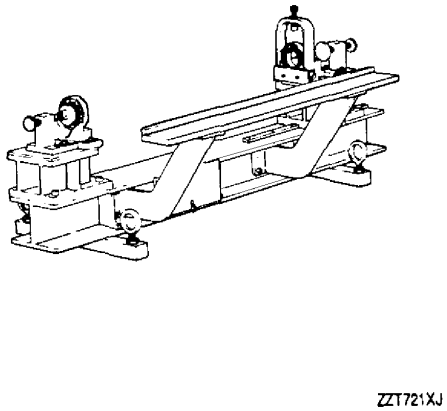
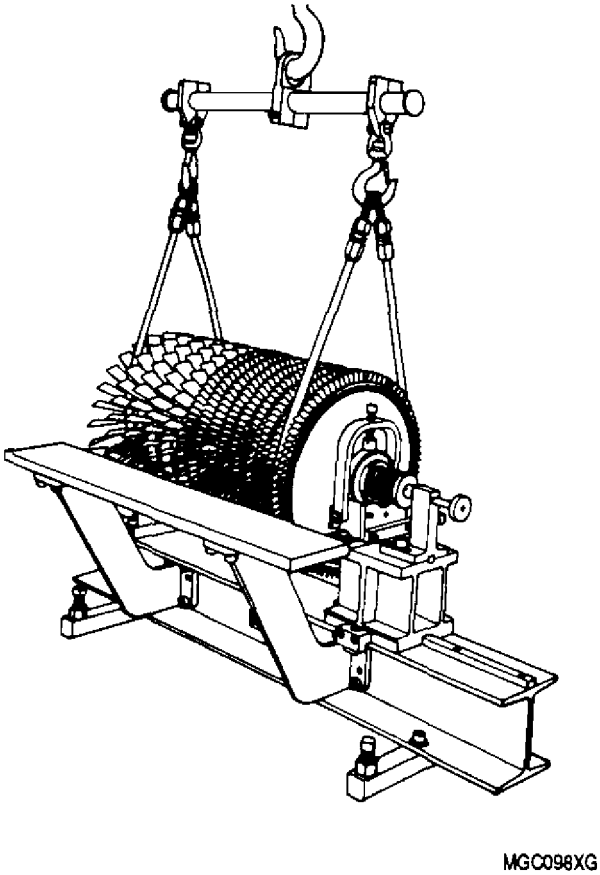

Figure 20. 23055767 Compressor Rotor Inspection Fixture
Figure 21. Installing Rotor Assembly on 23055767 Inspection Fixture
The following detail dash numbers are part of 23055767 compressor rotor inspection fixture (figure 20).
c. Install the compressor rotor assembly into the 23055767 inspection fixture (figure 20) with first−stage to left (detail − 40 yoke to right) and secure (figure 21).
a. Remove the rotor assembly from the 6796833 transportation and storage stand and place it in a 23055767 rotor inspection fixture (figure 20) as follows:
(2) Install the compressor rotor assembly into the 23055767 inspection fixture with first−stage to left (detail −40 yoke to right) and secure (figure 21).